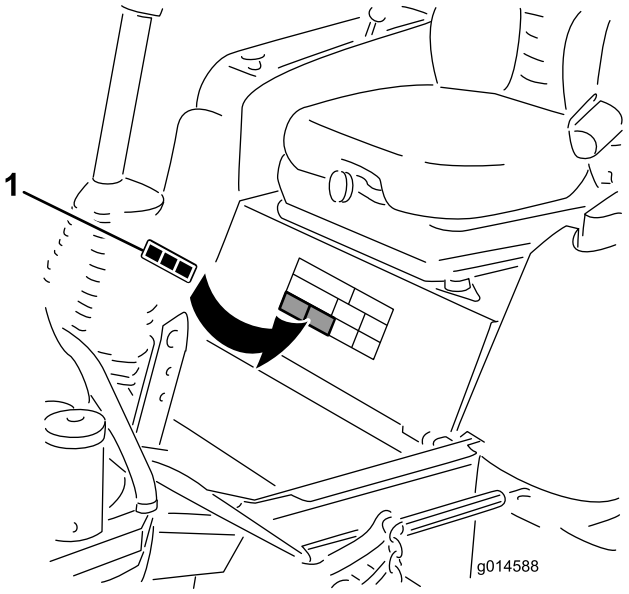

Figure 9
1. Thoroughly clean the area where the decal is to be installed (Figure 9).